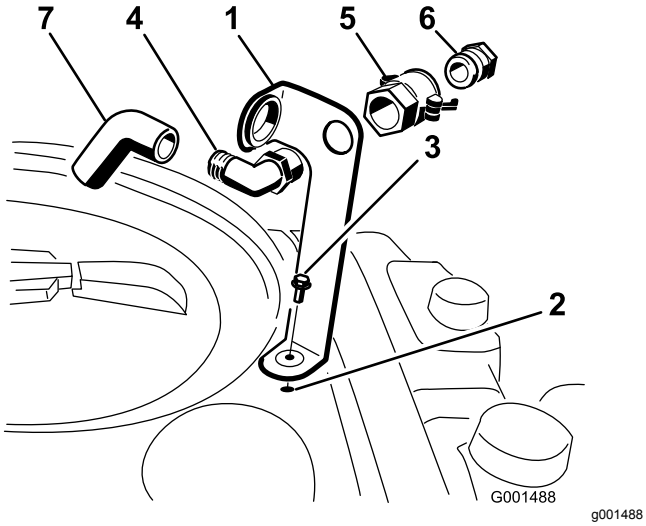

**Figuur 3**
1. Plaats de beugel van de slangaansluiting op de schroefdraadopening in de tank en zet deze vast met een flenskopbout (5/16" x ¾"); zie Figuur 3.
2. Steek het draadeinde van de elleboogfitting van 90° door de beugel en draai hierop de snelkoppeling zodat deze vastzit aan de beugel (Figuur 3).
3. Monteer de slangadapter in de snelkoppeling (Figuur 3).
4. Zet de slangadapter vast door de hendels naar de adapter te draaien en de hendels vervolgens te borgen met de R-pennen (Figuur 3).
5. Installeer de anti-overloopslang via de grote opening van de beugel en op het geribde uiteinde van de elleboogfitting van 90° (Figuur 3).